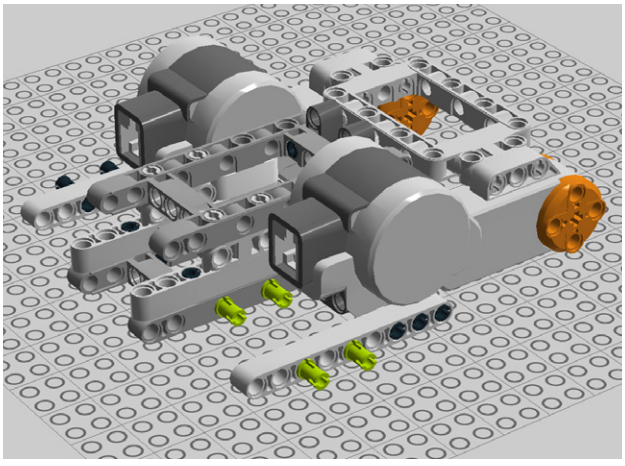

Figure 7-37. *Step 30: And some pegs for the other side*
30. Then, four more pegs to the opposite side! Figure 7-37 shows this.